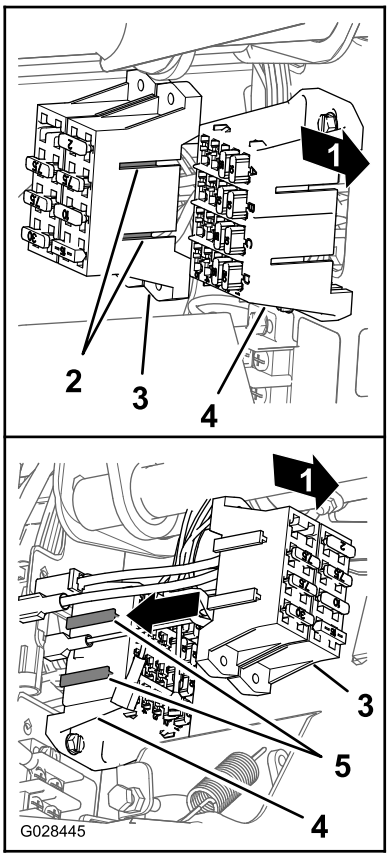

**Figur 24**
6. Rett inn T-anordningene på sprederens sikringsblokk med T-sporene på maskinens sikringsblokk, og skyv sprederens sikringsblokk inn i sporene til sikringsblokken sitter ordentlig (Figur 24).